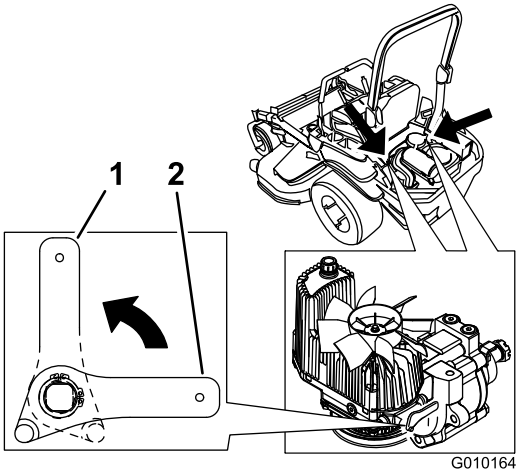

Figur 37
2. Vrid utlösningsventilspakarna vertikalt för att skjuta på maskinen. Hydrauloljan kan då passera förbi pumpen så att hjulen kan rotera (Figur 37).
4. Vrid utlösningsventilspakarna horisontellt för att köra maskinen (Figur 37).